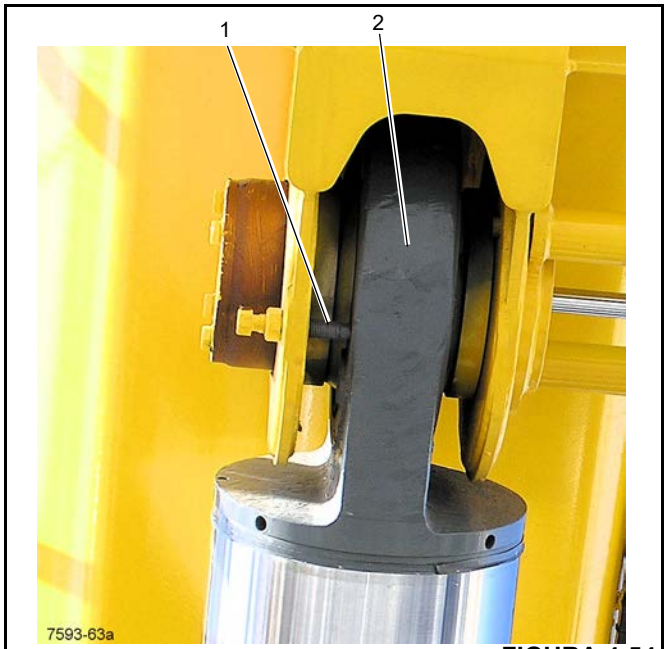

FIGURA 4-54
**16.** Ajuste os parafusos superiores e inferiores (1) (Figura 4-54) com uma folga de 0.04 pol. (1 mm) entre o parafuso e o pivô da extremidade da haste do cilindro de elevação (2). Certifique-se de que a extremidade da haste esteja centralizada no pivô. Trave o parafuso centralizador no lugar com a contraporca.